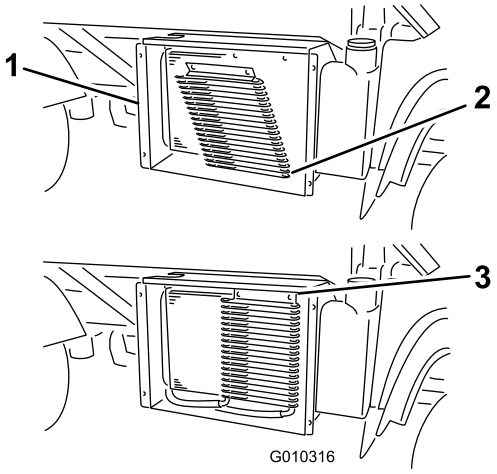

Figur 58
3. Roter låsen og drej oliekøleren væk fra køleren (Figur 58), hvis det er monteret således.